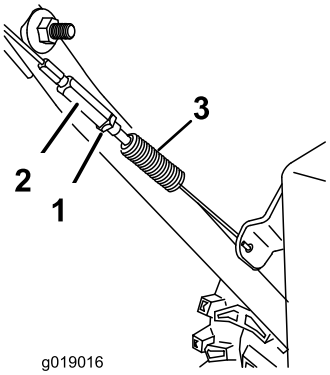

Figur 36
4. Stram låsemutteren (Figur 36). Påse at det er litt spenning i kabelen.